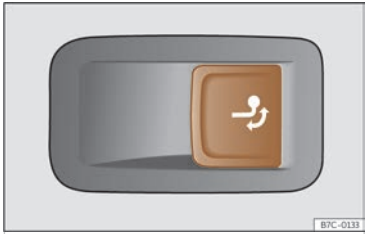

Abb. 177 Auf der rechten Seite im Gepäckraum: Taste zur Entriegelung der Anhängerkupplung.
- Ziehen Sie kurz an der Taste ››› **(Abb. 177)**. Die Anhängerkupplung wird automatisch entriegelt und dreht selbsttätig heraus. Die Kontrollleuchte der Taste blinkt.
- Ziehen Sie kurz an der Taste ››› **(Abb. 177)**. Die Anhängerkupplung wird elektrisch entriegelt.
- **Drücken Sie keinesfalls die Taste ››› (Abb. 177), wenn ein Anhänger oder ein Gepäckträger oder anderes Zubehör auf der Anhängerkupplung eingehängt ist.**